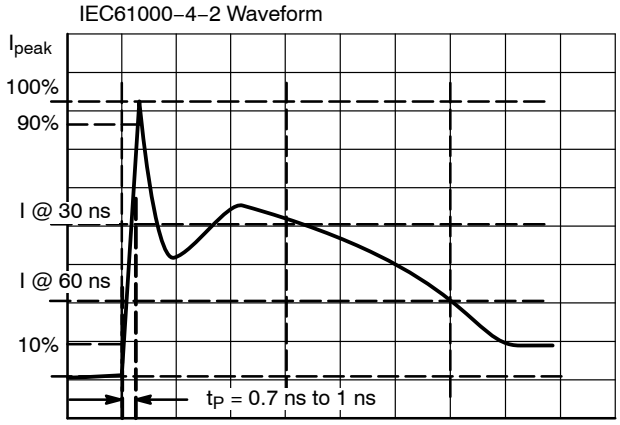

Figure 3. IEC61000−4−2 Spec
2. For test procedure see Figures 3 and 4 and application note AND8307/D.